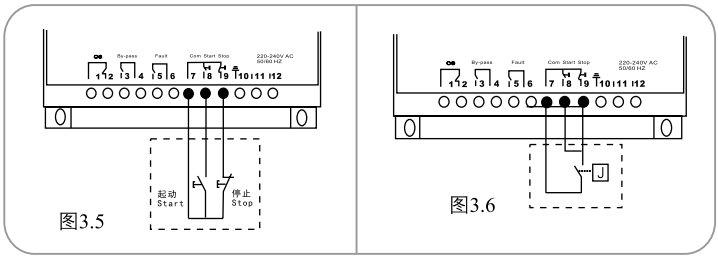

图3.5　　图3.6
(4) 起动和停止的控制电路，端子7、8和9(参见图3.5)
软起动器具有内附的自锁电路，从而使电路用于三线控制，参见图3.5。